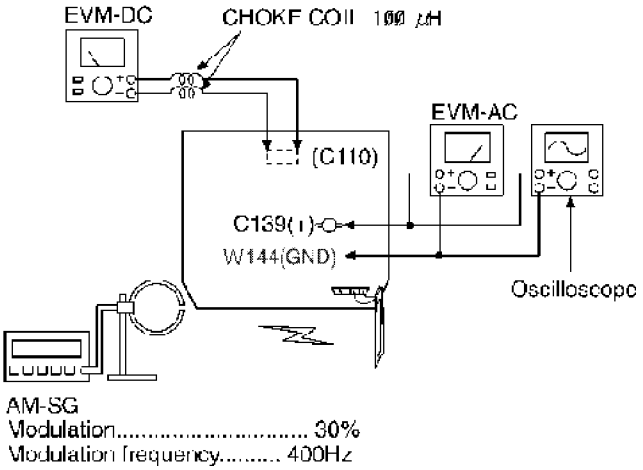

Fig.7
1. Connect the instrument as shown in Fig. 7.